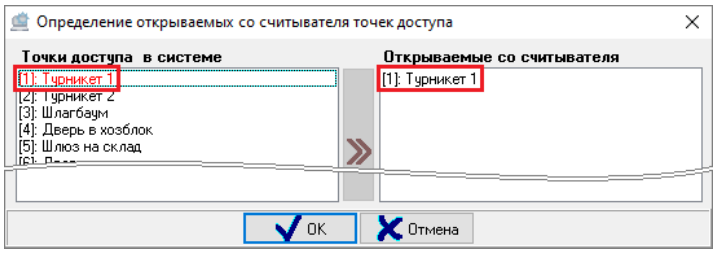

Рисунок 6-433 Выбранная в качестве привязываемой к считывателю точка доступа
В поле ***«Точки доступа в системе»*** отображаются все точки доступа, имеющиеся в системе. При этом для точек доступа, выбранных в качестве открываемых со считывателя, применяется маркировка красным шрифтом (см. Рисунок 6-433).
- дважды кликните левой клавишей мыши по точке доступа в поле «Точки доступа в системе». Точка доступа будет добавлена в поле «Открываемые со считывателя» (см. Рисунок 6-433);